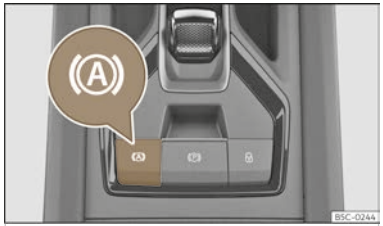

Fig. 157 In the lower part of the centre console: Auto Hold function button.
(A) The control lamp of the (A) button ››› **Fig. 157** remains on when the Auto Hold function is connected.